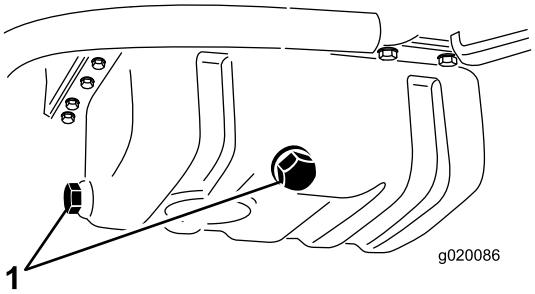

Figur 52
1. Ta bort en av avtappningspluggarna (Figur 52) och låt oljan rinna ned i ett avtappningskärl. Sätt på avtappningspluggen igen när oljan har slutat att rinna.